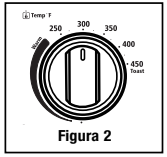

Figura 2
2. **Perilla de control de temperatura -** Ajusta el termostato a la temperatura deseada. (Ver la Figura 2)